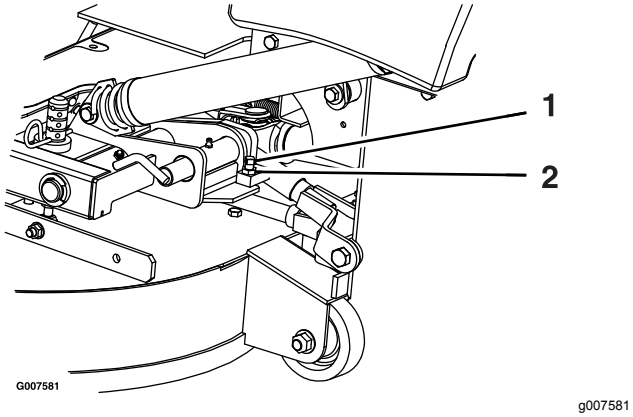

Figur 81
2. Løsn kontramøtrikken og drej stopskruen med uret, indtil låsestiften er stram og ikke kan drejes med hånden (Figur 81).